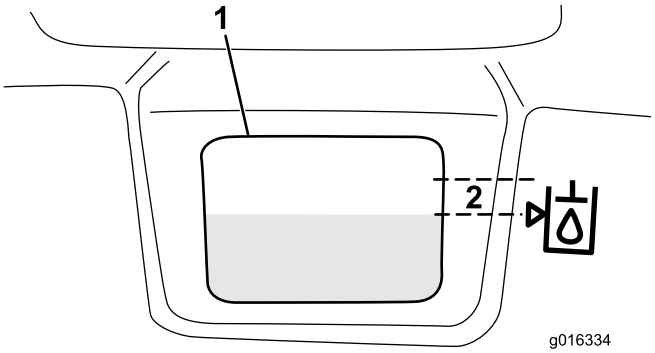

Figure 31
3. Versez lentement le liquide hydraulique approprié dans le réservoir jusqu'à ce que le niveau se situe à 6 mm maximum de la flèche dans le symbole près du viseur blanc sur le devant du réservoir (Figure 31). Ne remplissez pas excessivement.